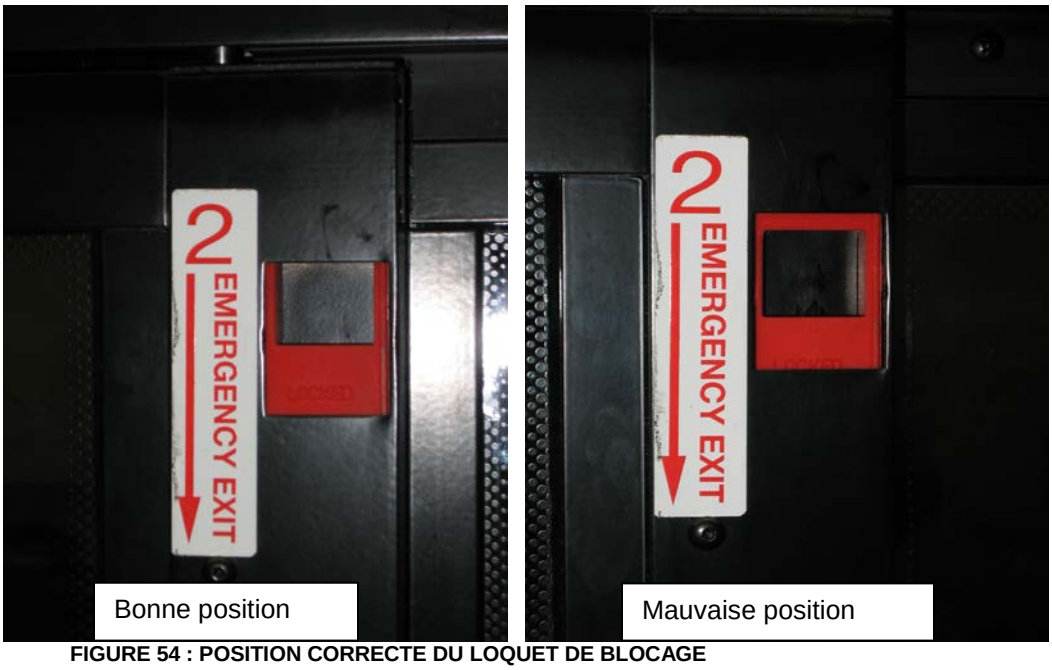

FIGURE 54 : POSITION CORRECTE DU LOQUET DE BLOCAGE
6. S'assurer que les deux loquets sont en position fermée (verrouillée). Le bord supérieur de l'ouverture du loquet et le bord supérieur de l'ouverture du châssis doivent être alignés (Figure 54).